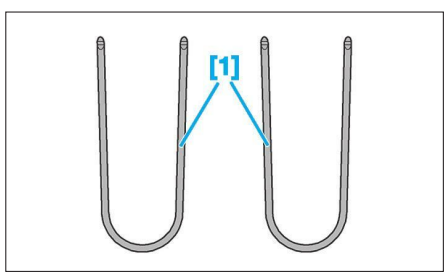

**Fig. 24**
- [1]. Outils pour la dépose d'autoradio (réf : 9769.C2 ou 9021-T) **(Fig.24)**.